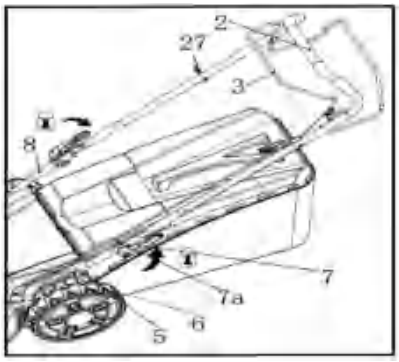

Fig. 2
4. Secure the upper handle bar (2) with the lower handle bars (8) by folding up the clamp levers (7) towards the handle bars (2, 8). If the clamp lever (7) cannot be folded, loosen it and fold again. If it is too loose, firstly hold the locking nut (7a) steady with a suitable spanner (size: 13 mm), then tighten it by turning the clamp lever (7) clockwise (Fig. 2).
5. Make sure that the self-propelling wire (5) and the brake wire (6) run on the upper side of the handle bars (2, 8).
6. Make sure that the pre-assembled hook for recoil start handle (26) rest on your right-hand side (when viewed from operator's position).